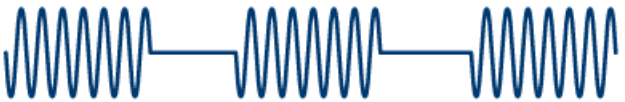

Figure 6-1-2. An example of pulse modulation.
Pulse modulation (PM). *Pulse modulation* is simply turning the sine wave on and off. It is a process that is good for Morse code and setting radio controlled clocks; that is about all. One transmitter can cover the entire United States (Figure 6-1-2).